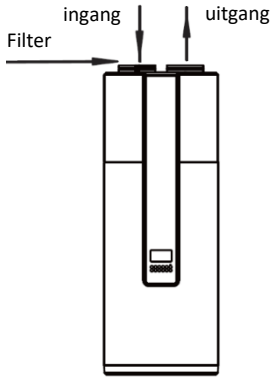

Afbeelding 3-14
5) Installatie van een filter aan de ingang van de unit. Als de unit over een luchtleiding beschikt, moet het filter aan de ingang van deze leiding geïnstalleerd worden (Afbeelding 3-14/3-15).